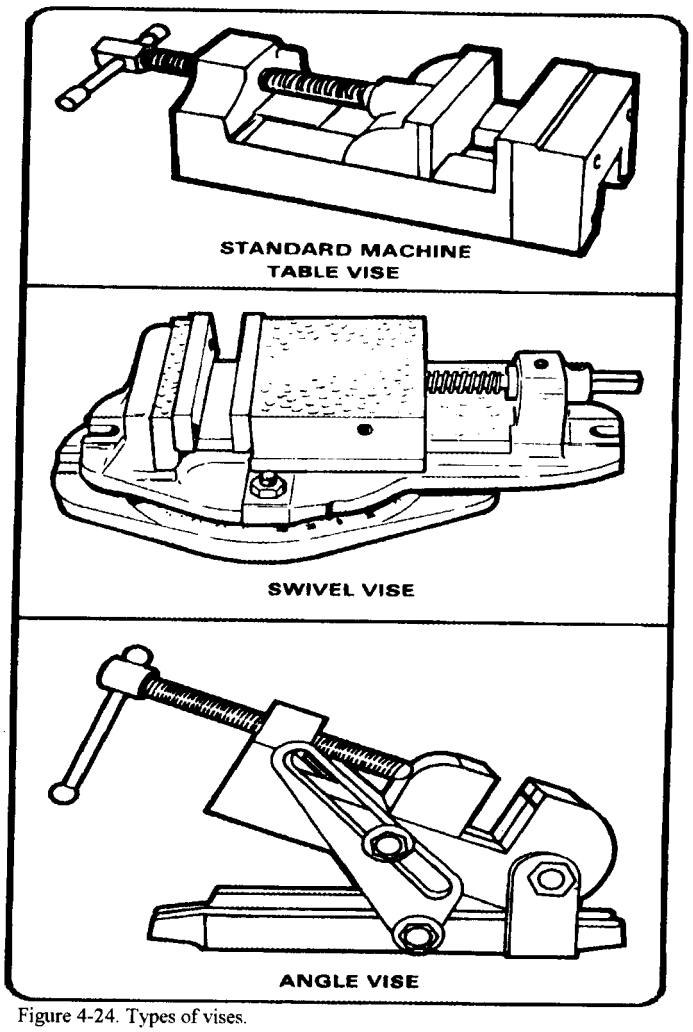

Figure 4-24. Types of vises.
- The standard machine table vise is the simplest of all vises. It is equipped with two precision ground jaws for holding onto the work and a lead screw to tighten the one movable jaw to the work (Figure 4-24).
- The swivel vise is a machine vise that has an adjustable base that can swivel through 360° on a horizontal plane (Figure 4-24).
- The angle vise is very similar to the table vise. except this vise can be tilted to 90°. to be perpendicular to the work table (Figure 4-24).
Before attempting to use a drilling machine, some provision must be made for holding the workpiece rigidly and securely in place. The workpiece should always be firmly fastened to the table or base to produce holes that are located accurately. Use work holding devices to hold the workpiece (Figures 4-24 and 4-25). The two best methods to mount workplaces are explained below.